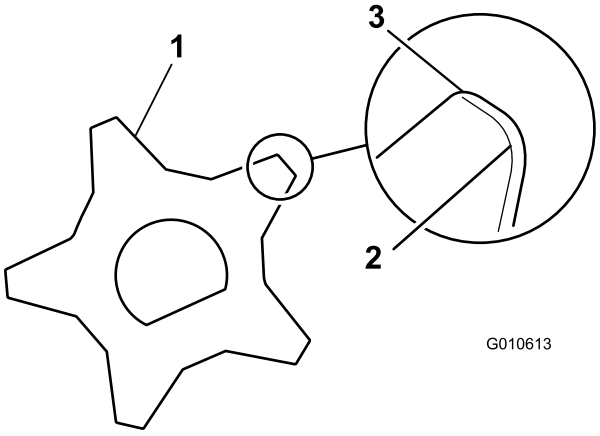

Figur 37
13. Saml akslen i omvendt rækkefølge, så den skarpeste kant på skærekniven vender fremad (Figur 37).